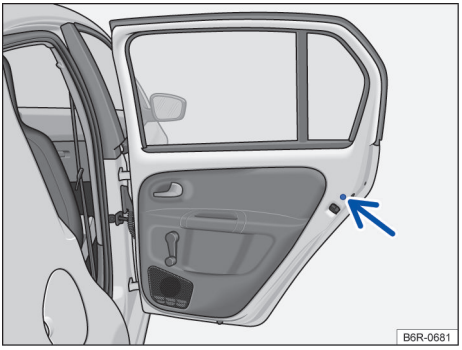

Fig. 40 Na porta traseira (lado direito): localização da trava de segurança para crianças.
– Introduzir a haste da chave na ranhura da trava de segurança para crianças para ativar ou desativar → Fig. 40.